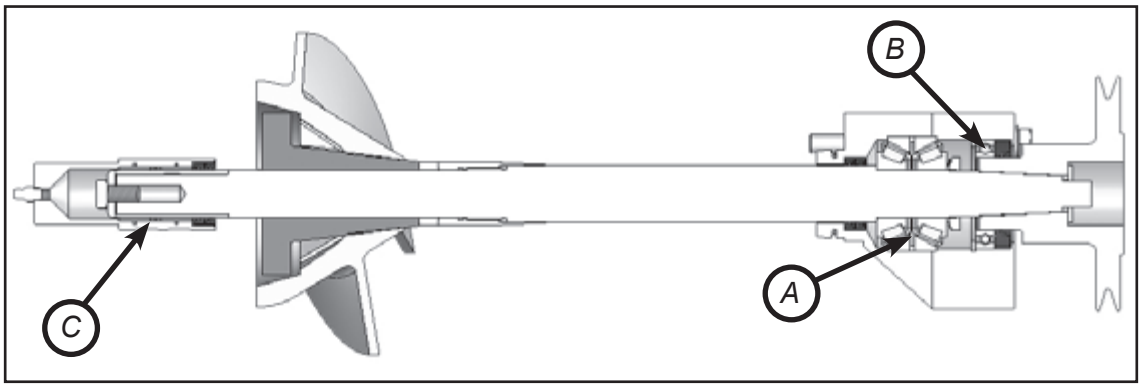

Рис. 3.2-1
Движитель имеет очень простые подшипники (рис. 3.2-1). Подшипники расположены на обоих концах вала. Конструкция переднего подшипника (A) принимает осевое давление. Также с этой стороны расположен опорный подшипник (B) соединительного фланца и промежуточный вал.